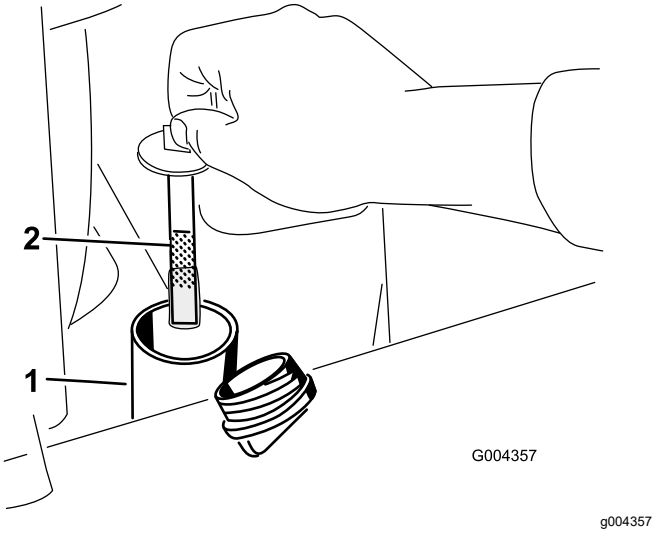

Figura 60
6. Retire el tapón del cuello de llenado y compruebe el nivel de fluido en la varilla (Figura 60).